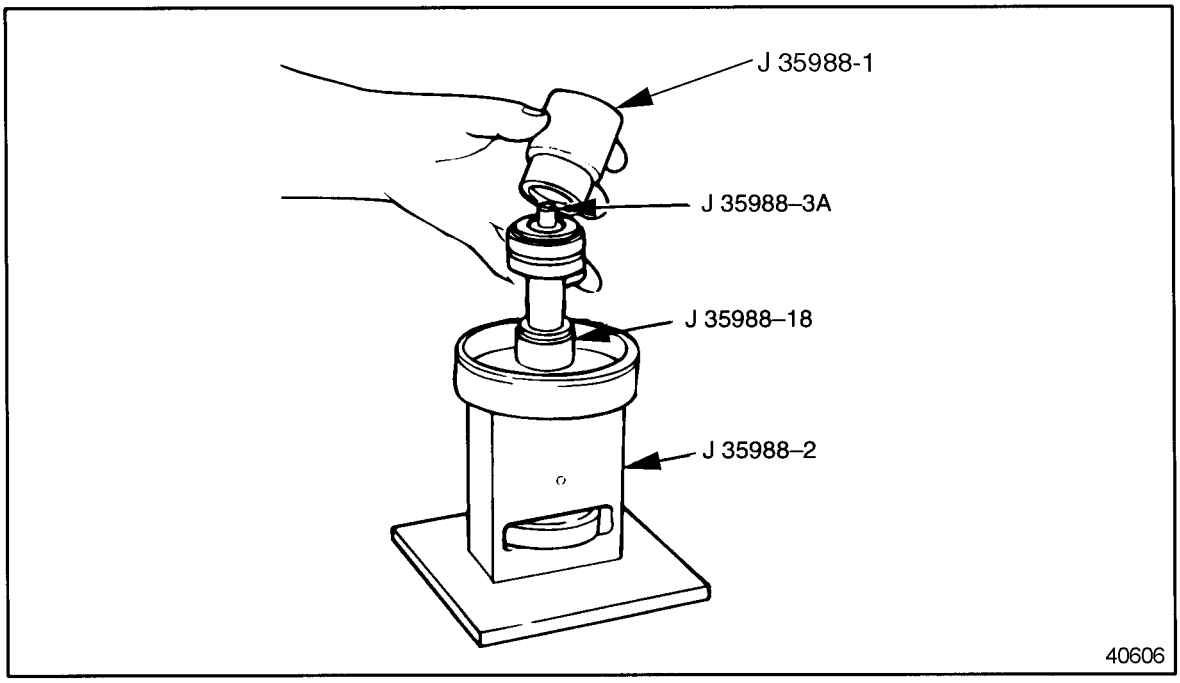

Figure 4-18 Bearing Installation (GCM)
5. Center the small end of J 35988-1, part of tool set J 35988-D, on the bearing inner race. Press the bearing pack onto the shaft until it contacts the shoulder of the shaft. Remove the tool used to pilot the bearings. See Figure 4-18.